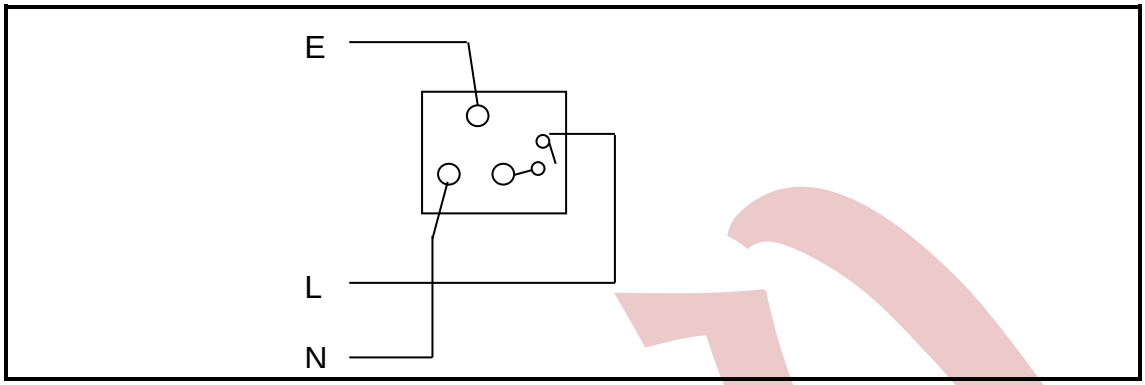

FIGURE 2.1
2.1 Refer to FIGURE 2.1 below and answer the questions.
2.1.1 Redraw FIGURE 2.1 above in your ANSWER BOOK and show how you will connect a second socket outlet to the wiring diagram of FIGURE 2.1. (3)
2.1.2 You saw your friend using a 1,5 mm^2 cross-sectional area conductor while doing the installation shown in FIGURE 2.1.